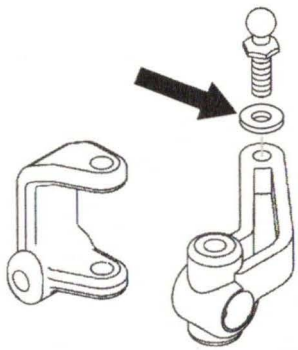

fig. 8a *Solve your bump steer problem by adding a washer where shown.*
- When you change your block carrier, **fig. 8a**, from 25 degrees to 30 degrees, then bump steer will be more pronounced. Add a washer where shown if
How do I change the bump steer? You minimize the undesireable toe-in effect by adding small washers between the steering block and its ball end, **fig. 8a**. One washer is usually sufficient.